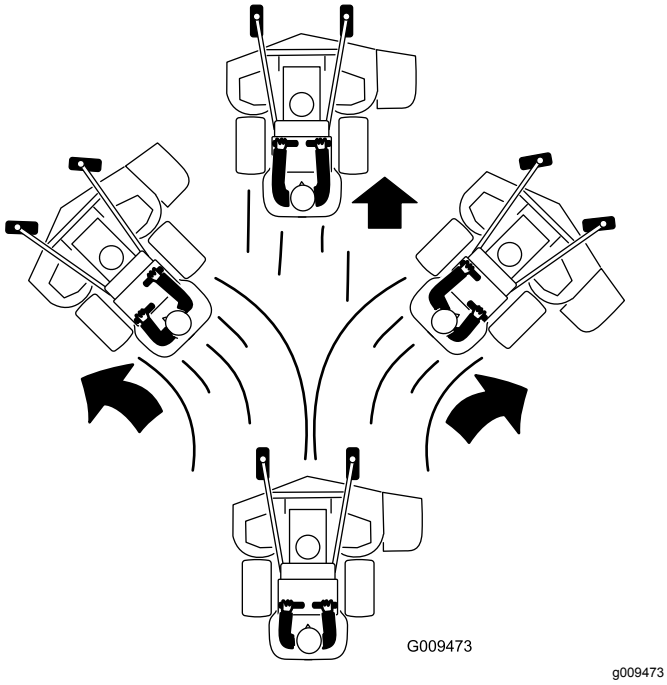

Figuur 22
4. Beweeg de rijhendels langzaam naar voren (Figuur 22).